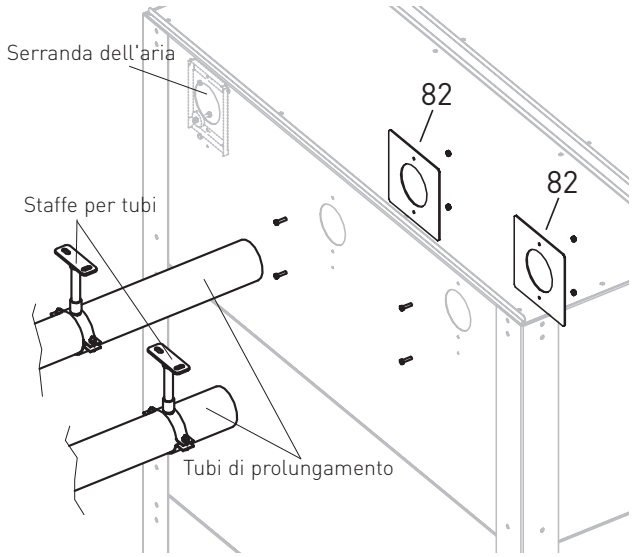

Fig. 17 Montaggio dei tubi di prolungamento
Il tubo di caricamento deve sporgere nel serbatoio come minimo per 300 mm, mentre quello di aspirazione come minimo per 50 mm. Fissare i tubi all'esterno con staffe per tubi. Avvitare i 2 fissaggi per bocchettone (82) rispettivamente con 2 viti a testa svasata M6 x 25 con dadi – Fig 17, 18.